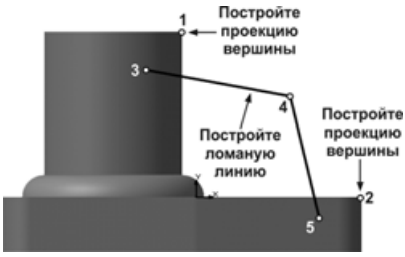

Рис. 6.91
- Постройте ломаную линию 3-4-5, положение точек — произвольное (рис. 6.91).